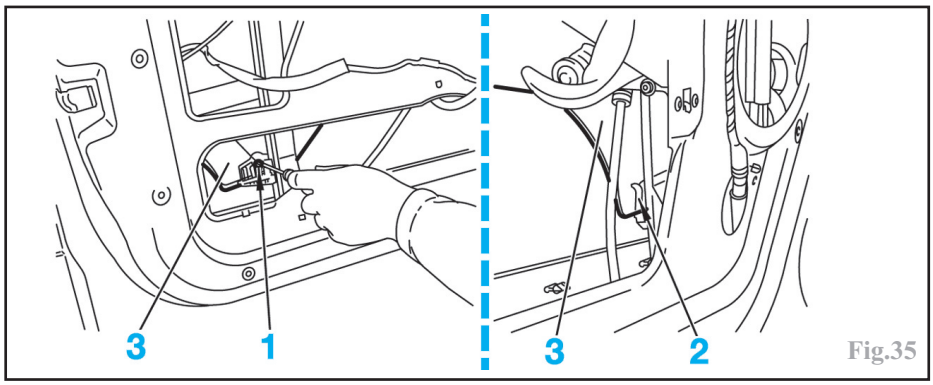

Fig.35
Décliper la vitre en (1) et (2) (Fig.35).